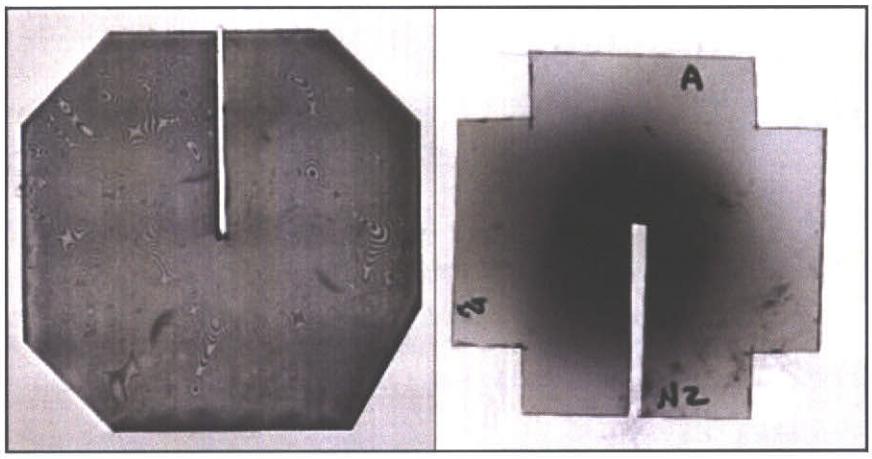

**Figure 3-42 Examples of optical interference fringes (left) and dust (right) on image quality. Both films were histogram equalized to enhance contrast.**
- **Noise from dust or fingerprints on the film or on the scanner:** Dust and fingerprints both can darken the film in such a way that interferes with the dark regions from X-ray exposure (*Figure 3-42 Examples of optical interference fringes (left) and dust (right) on image quality. Both films were histogram equalized to enhance contrast., page 56*). Keep the films as clean as possible. Usually the noise will be insignificant, but be aware of the possibility.